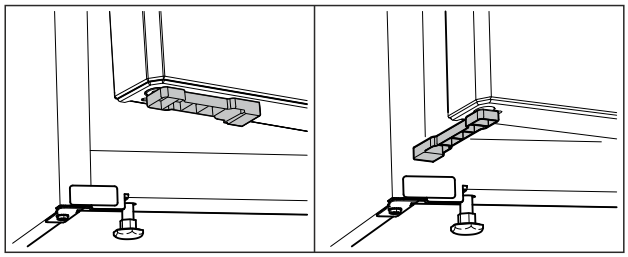

Fig. 61 *
▶ Drej dørafstandsholderen 90°. (se Fig. 61) *